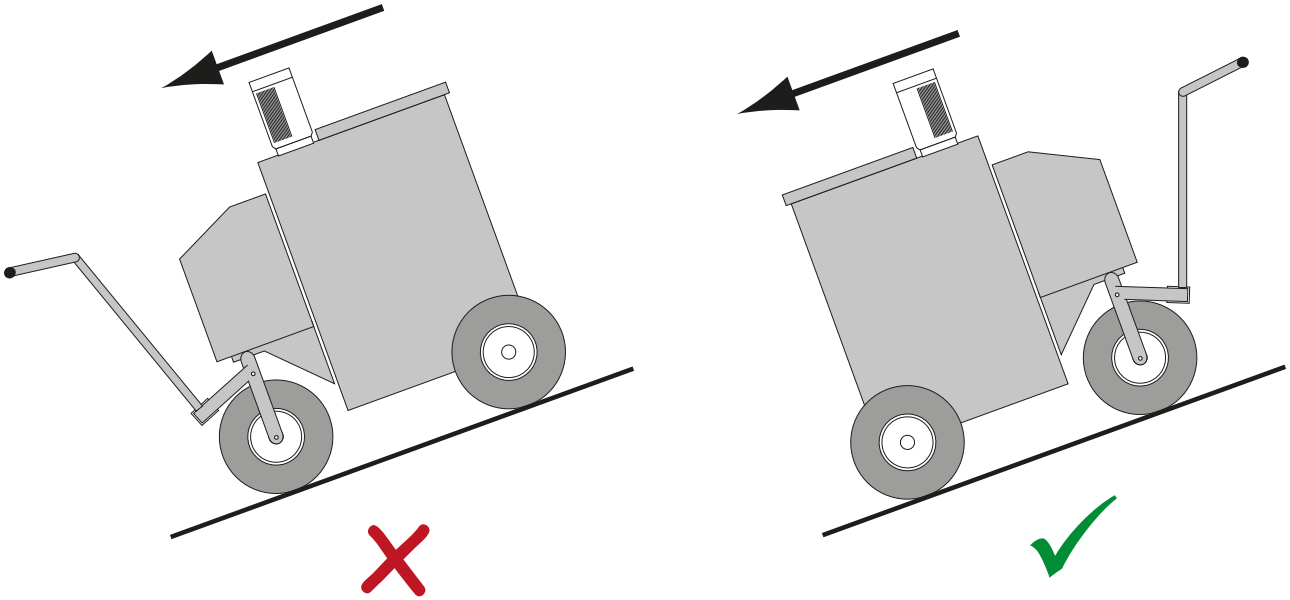

Рисунок 1: Привести в соответствии направление движения по наклонной поверхности
- Идите за агрегатом (против направления движения, см. Рисунок 1: Привести в соответствии направление движения по наклонной поверхности на странице 10.